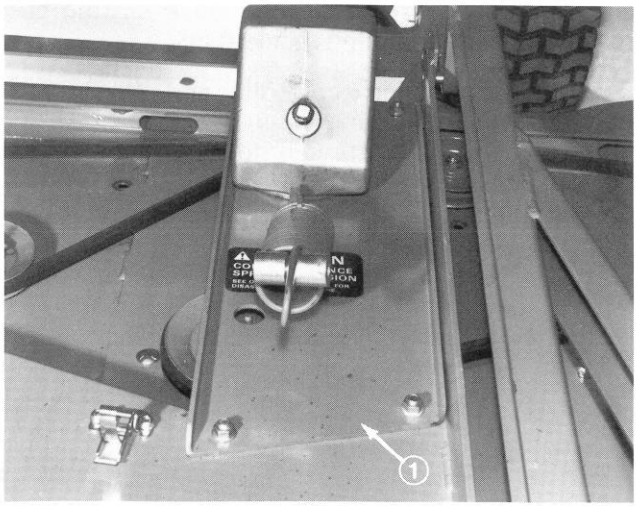

Figure 41
5. To install new belt, the gear box base must be removed. To do this, remove four carriage bolts, and locknuts holding gear box base (Fig. 41).
7. Install gear box base with carriage bolts and locknuts (Fig. 41).